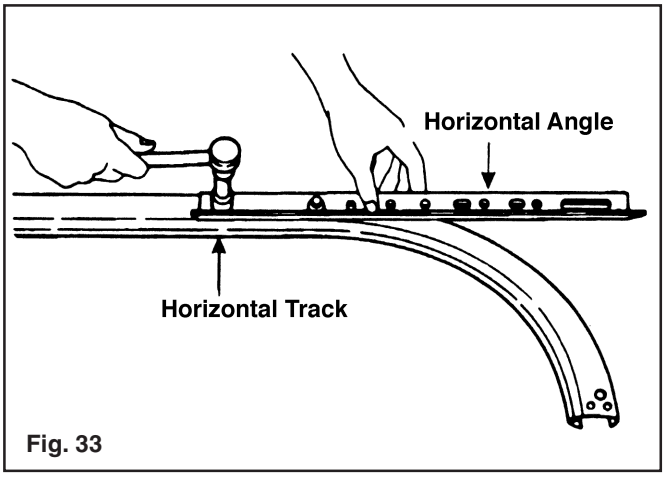

Fig. 33
**Step 4:** Fasten the horizontal angle to the horizontal (curved) track with two 1/4" x 5/8" track bolts and 1/4" flange nuts so that the heads of the track bolts are on the inside of the track. On some doors this angle may be 82" long and will require three additional fasteners per side. If the angle has been preassembled, skip Step 4 and proceed with Step 5. (FIG. 33)